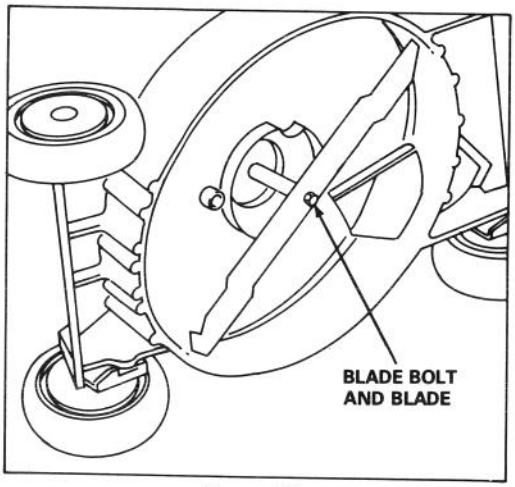

Figure 13
3. Tip mower on its right side (Fig. 13). Avoid rotating blade. Starting problems may result.